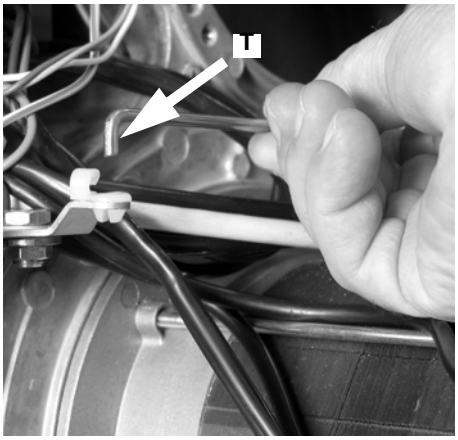

Рис. 28
- Вынуть анкерный болт T с его грезда, как это указано на in Рис. 28.
- Вставить на место анкерный болт T (Рис. 28).